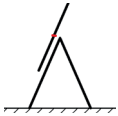

Figura 1 - Scala combinata in posizione di scala a libretto con scala allungabile sopra
- Non far scorrere mai la scala superiore in una scala a tre sezioni nella posizione A con il piolo rosso (o il quarto piolo dall'alto) oltre il punto di cerniera (figura 1).
- Non salire mai su una scala a tre sezioni in posizione A oltre il punto di cerniera (figura 1).